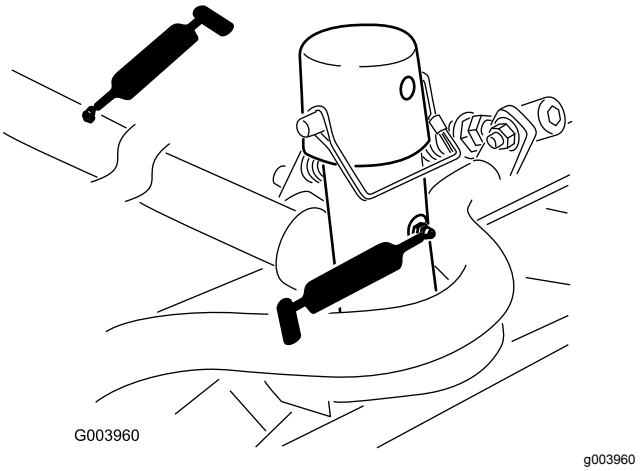

Figur 74
- Bæreramme og dreietapp for klippeenhet (2 hver) (Figur 74)